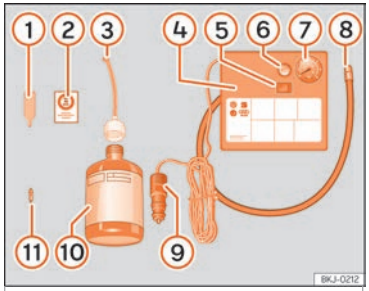

Abb. 33 Prinzipdarstellung: Bestandteile des Pannensets.
Das Pannenset befindet sich im Gepäckraum unter dem Bodenbelag. Es besteht aus folgenden Bestandteilen ››› **Abb. 33**:
- Ventilkappe und Ventileinsatz vom Reifenventil abschrauben. Verwenden Sie den Ventileinsatzdreher ››› **Abb. 33** (1) zum Herausschrauben des Ventileinsatzes. Legen Sie den Ventileinsatz auf einem sauberen Untergrund ab.
- Reifendichtmittelflasche kräftig schütteln ››› **Abb. 33** (10).
- Schrauben Sie den Einfüllschlauch ››› **Abb. 33** (3) auf die Dichtmittelflasche. Die Folie am Verschluss wird automatisch durchstoßen.
- Verschlussstopfen vom Einfüllschlauch ››› **Abb. 33** (3) entfernen und das offene Ende ganz auf das Reifenventil stecken.
- Ventileinsatz mit dem Ventileinsatzdreher ››› **Abb. 33** (1) wieder in das Reifenventil schrauben.
- Reifenfüllschlauch ››› **Abb. 33** (8) des Luftkompressors fest auf das Reifenventil schrauben.
- Prüfen, ob die Luftablassschraube ››› **Abb. 33** (6) zugedreht ist.
- Stecker ››› **Abb. 33** (9) in die 12 Volt-Steckdose des Fahrzeugs stecken ››› **Seite 160**.
- Luftkompressor mit dem EIN- und AUS-Schalter ››› **Abb. 33** (5) einschalten.
- Kleben Sie den Aufkleber ››› Abb. 33 ② im Sichtfeld des Fahrers auf das Kombi-Instrument.
Den Reifenfüllschlauch ››› Abb. 33 ⑤ wieder anschließen und den Reifenfülldruck an der Reifenfülldruckanzeige ⑥ ablesen.